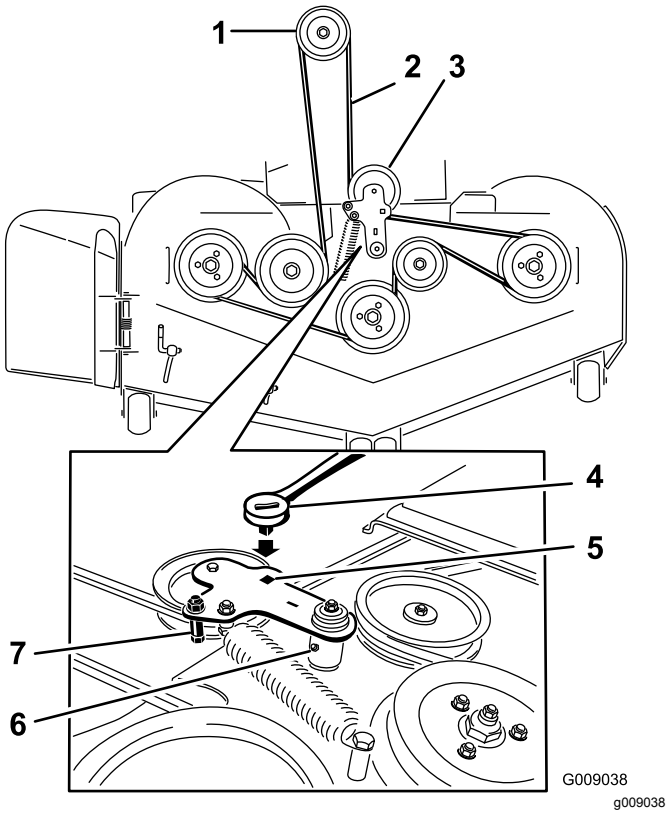

Figuur 105
5. Hef het vloerdeel op en steek een momentsleutel in de vierkante opening in de spanpoelie van het maaidek (Figuur 105).
6. Draai de spanpoelie van het maaidek rechtsom en verwijder de aandrijfriem van het maaidek (Figuur 105).